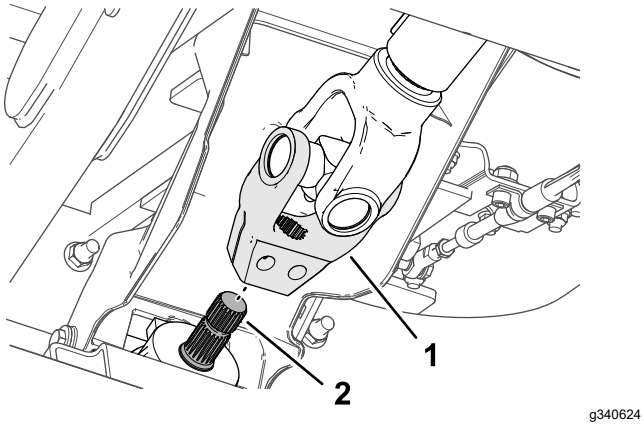

Bild 18
5. Richten Sie die Verzahnung des Antriebswellenjochs auf die Verzahnung der Eingangswelle des Anbaugeräts (Bild 18) aus und schieben Sie das Joch über die Welle.